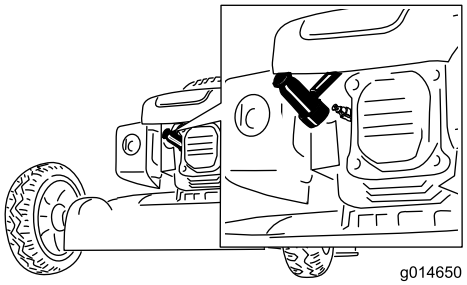

Figure 17
2. Débranchez le fil de la bougie (Figure 17) avant de procéder à un quelconque entretien.